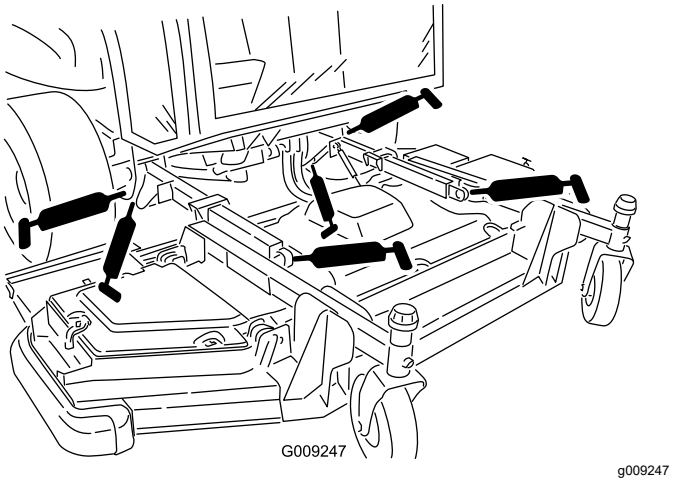

Figura 84
- 2 casquillos de brazos de elevación (Figura 84)
- 2 rótulas de los brazos de elevación (Figura 84)
- 2 pivotes de los cilindros de elevación de la carcasa delantera (Figura 84)